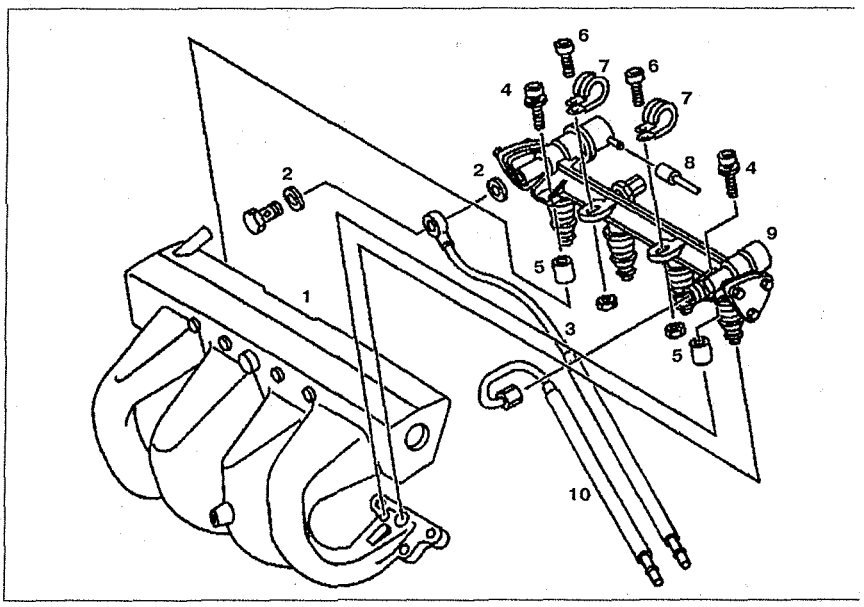

Рис. 2.133. Распределитель топлива с форсунками:
1. Снимите впускной коллектор **1** (см.рис.2.133).